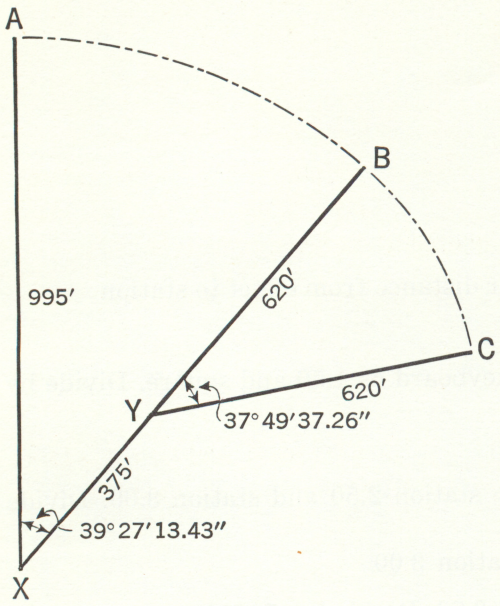

FIGURE 16
**Example** Find the lengths of arc A-B and arc B-C in Figure 16 by the arithmetic method and the table method.